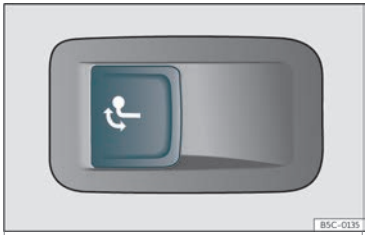

Abb. 185 Im Gepäckraum links: Taste zur Entriegelung der Anhängerkupplung.
- Ziehen Sie kurz an der Taste››› **Abb. 185**. Die Anhängerkupplung wird automatisch entriegelt und dreht selbsttätig heraus. Die Kontrollleuchte der Taste blinkt.
- Ziehen Sie kurz an der Taste››› **Abb. 185**. Die Anhängerkupplung wird elektrisch entriegelt.
- Wenn die Kontrollleuchte der Taste ››› **Abb. 185** *blinkt*, ist die Anhängerkupplung noch nicht vollständig eingerastet oder beschädigt ››› ⚠.
- Wenn die Kontrollleuchte bei geöffneter Heckklappe››› **Abb. 185** *dauerhaft leuchtet*, ist die Anhängerkupplung vollständig eingerastet, sowohl in eingezogener als auch in herausgeschwenkter Stellung.
- **Drücken Sie keinesfalls die Taste ››› Abb. 185, wenn ein Anhänger oder ein Gepäckträger oder anderes Zubehör auf der Anhängerkupplung eingehängt ist.**